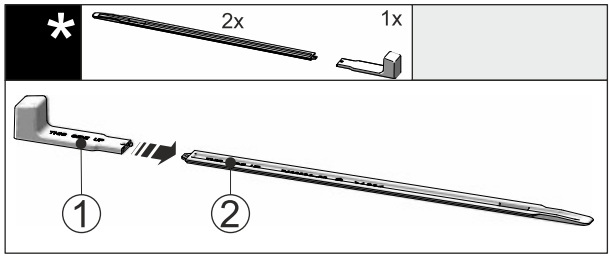

Fig. 44
▶ Atașați mânerul de montare *Fig. 44 (1)* la șina de nivelare *Fig. 44 (2)*.